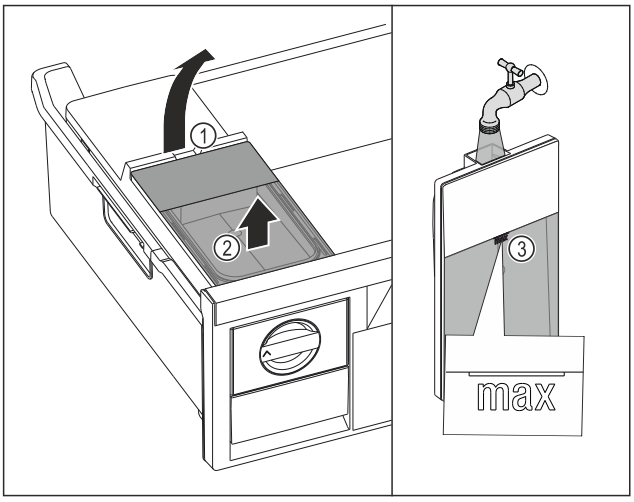

Fig. 98
▶ Lift the water tank at the recess *Fig. 98 (1)*.
▶ Remove the water tank by lifting it upwards. *Fig. 98 (2)*
▶ Fill the water tank with drinking water up to the mark *Fig. 98 (3)*.